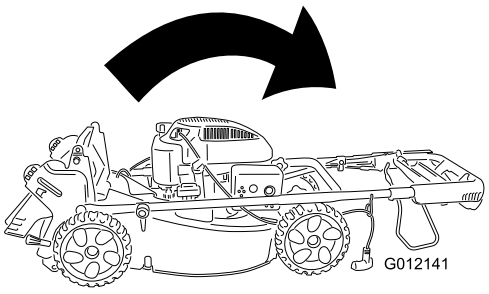

Figuur 26
1. Draai de handgreep naar voren (Figuur 26).